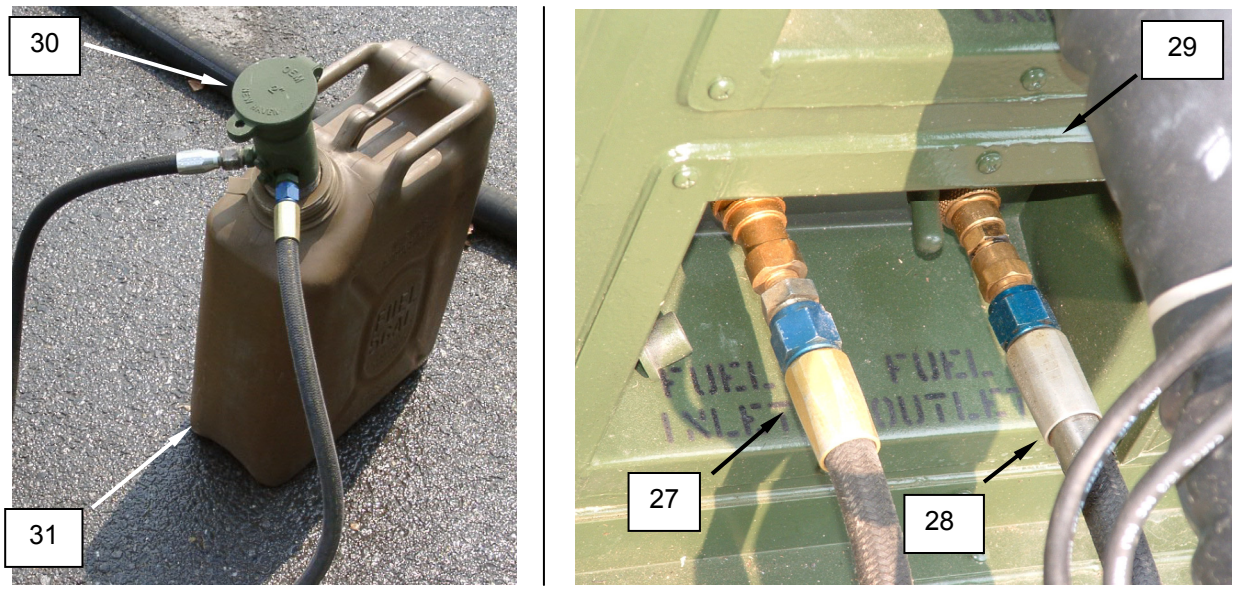

Figure 22. Disconnect Fuel Supply.
1. Disconnect fuel can supply hose **(Figure 22, Item 27)** and vent hose **(Figure 22, Item 28)** from fuel connector service panel **(Figure 22, Item 29)**. Drain fuel back into fuel can.
2. Disconnect hoses from fuel can adapter **(Figure 22, Item 30).** Drain fuel in drip pan. Remove and stow fuel can adapter.
3. Dispose of fuel or return to bulk fuel supply in accordance with unit standard operating procedure. Replace fuel can cap. Set empty fuel can **(Figure 22, Item 31)** aside for packout.